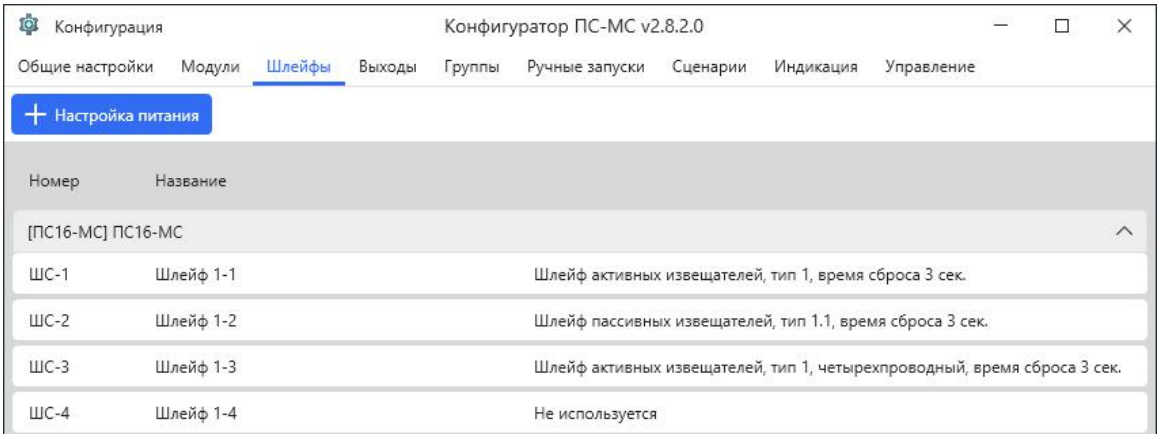

Рис. 5 - Вкладка «Шлейфы»
1) Двойным нажатием левой кнопки мыши кликнуть по необходимому шлейфу (см. рисунок 5);